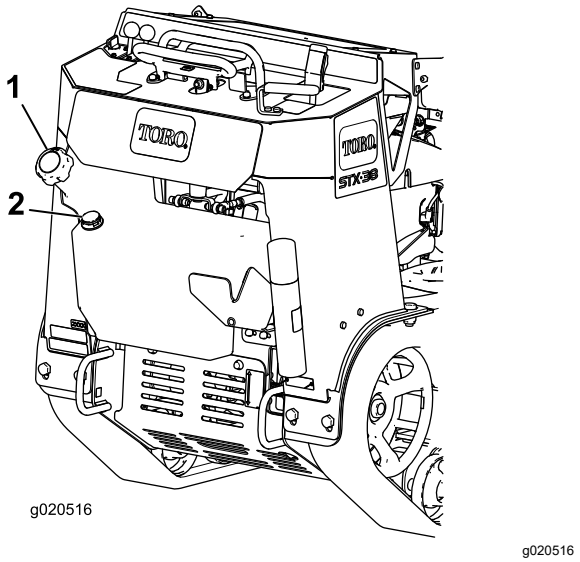

**Figuur 17**
3. Reinig de omgeving van de tankdop en verwijder deze (Figuur 17).